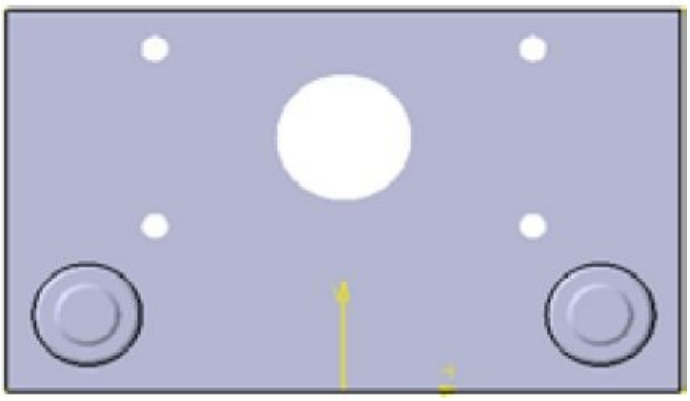

Figure 12-89 *Sketch of the Pad feature for creating the Top Plate*
e. Create the Top Plate, refer to Figure 12-89.
3. Extract four side edges of the Bottom Plate and the outer circular edge of the Guide Bush using the **Project 3D Elements** tool, as shown in Figure 12-89.